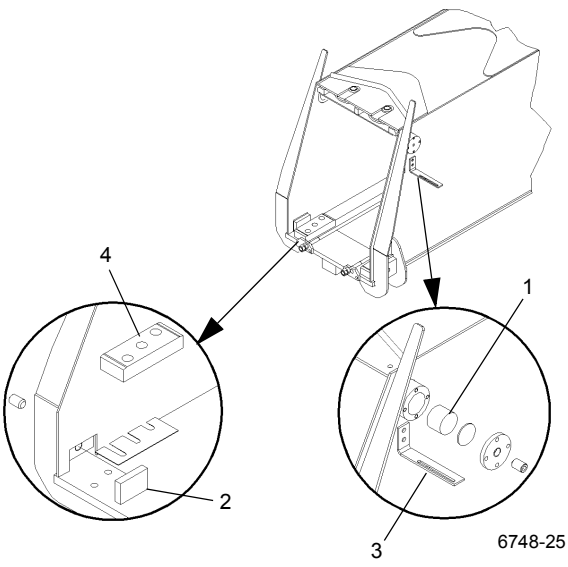

FIGURA 4-20
6. Saque los tornillos que fijan cada almohadilla de desgaste lateral superior (Figura 4-20, 1) e inferior (Figura 4-20, 2) a la parte delantera de la sección central interior. Retire las almohadillas de desgaste y los suplementos. Guarde los suplementos con cada almohadilla de desgaste individual para la reinstalación.
7. Retire la escuadra de montaje de la guía de cables de RCL (Figura 4-20, 3) (parte superior del lado izquierdo solamente).
8. Levante la parte delantera del conjunto y quite los pernos y las almohadillas de desgaste (Figura 4-20, 4) del fondo de la sección central interior. (Figura 4-20)